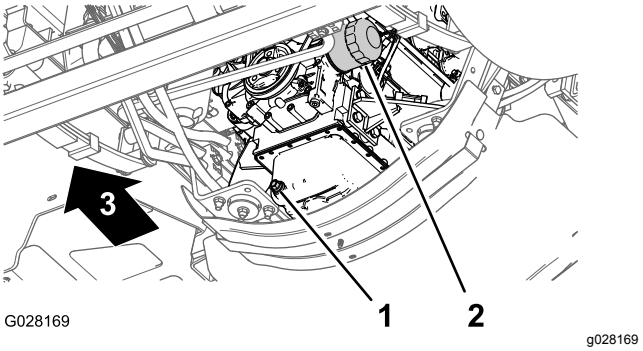

図 69
3. エンジンオイルフィルタの下にオイルを受ける容器をおく図 69。
4. 古いオイルフィルタ図 69を外す。
8. アダプタにフィルタを取り付け、ガスケットがアダプタに当たるまでフィルタを右に回し、そこから更に ½ 回転増し締めする図 69。
1. ドレンプラグの下にオイルを受ける容器をおく図 69。
2. ドレンプラグ 図 69 を外して排出されるオイルを回収する。